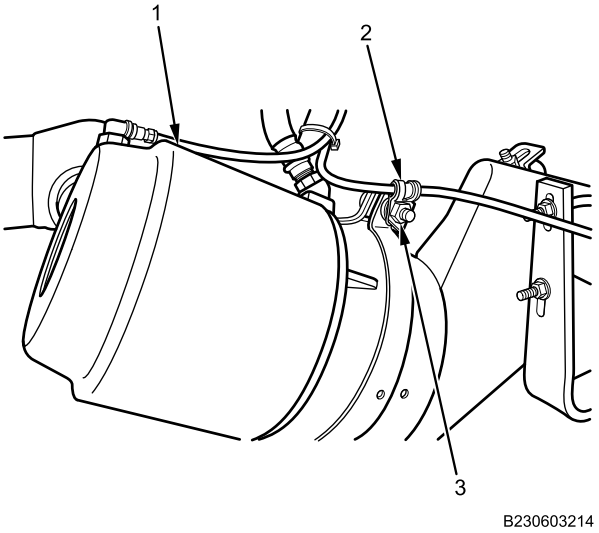

Figure 8. ABS Sensor Wire Bracket.
1. Install ABS sensor wire retaining bracket (Figure 8, Item 2) to brake chamber (Figure 8, Item 1).
2. Install nut (Figure 8, Item 3) to ABS sensor wire retaining bracket (Figure 8, Item 2) and tighten securely.